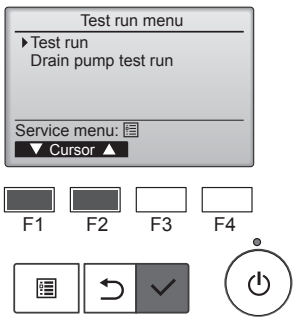

Fig. 7-4
④ F1 veya F2 düğmesi ile "Test run" (Test çalıştırma) öğesini seçin ve ☑ düğmesine basın. (Fig. 7-4)